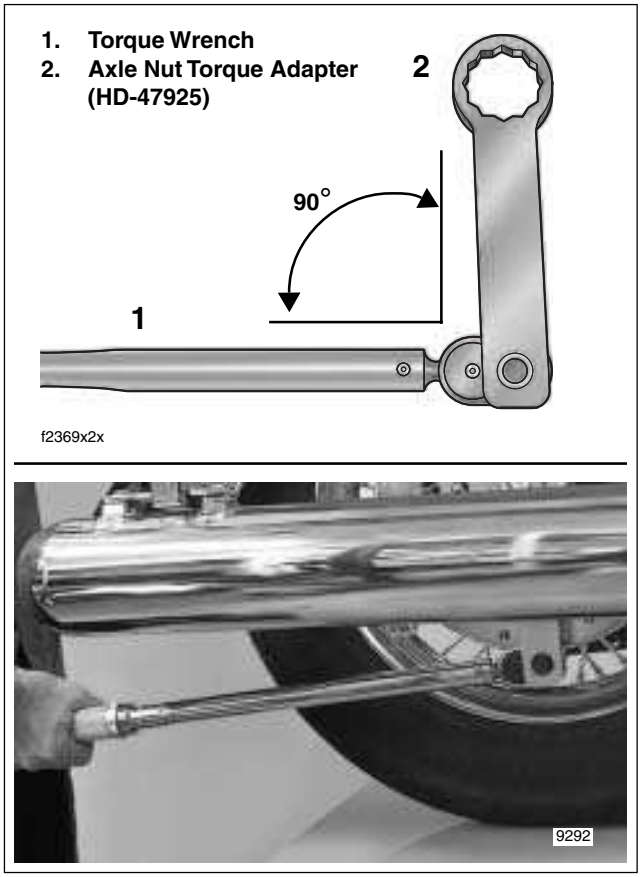

Figure 1-15. Install Tool Perpendicular to Torque Wrench
a. Install torque adapter perpendicular to torque wrench as shown in Figure 1-15.